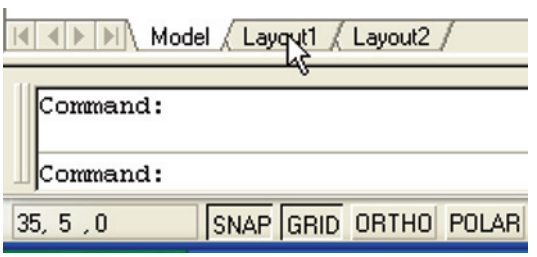

Fig. 4.23 The **Layout1** tab
2. *Click* the **Layout1** tab (Fig. 4.23). The screen changes to a **Paper Space** setting.